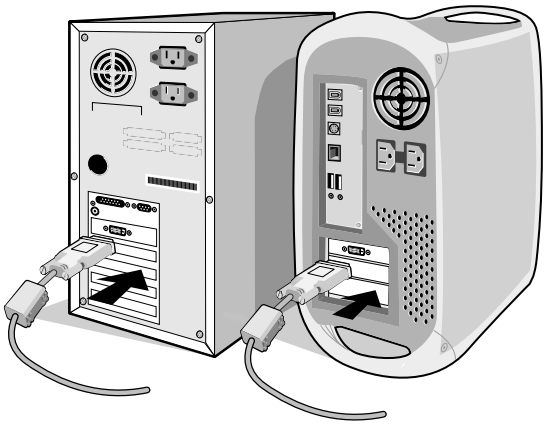

Rysunek A.1
2. **Komputery PC lub Mac z wyjściem cyfrowym DVI:** Podłączyć kabel DVI-D - DVI-D do złącza w komputerze (**Rysunek A.1**). Dokręć wszystkie śruby.